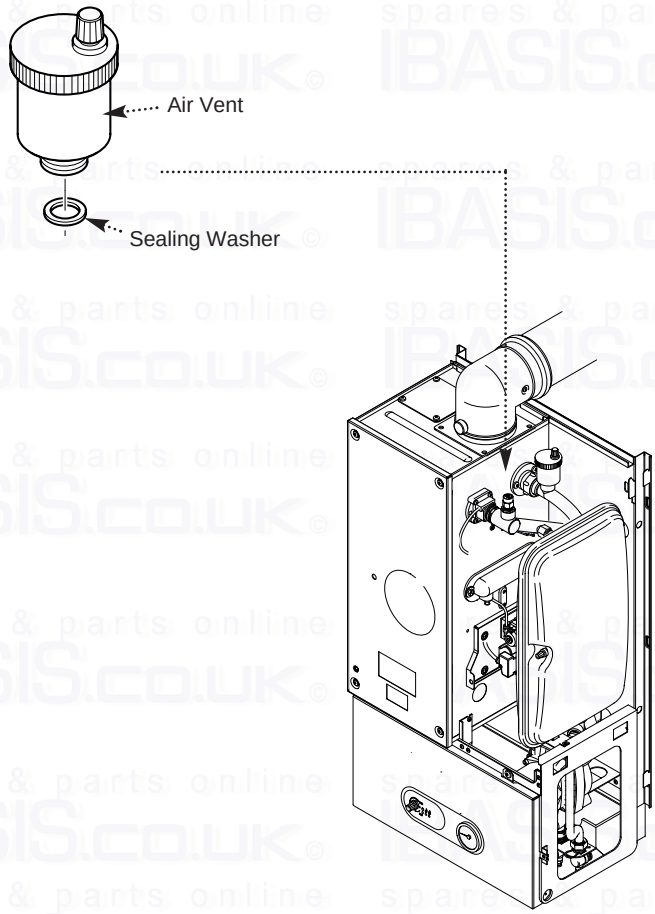

Fig. 45
13.2 Automatic Air Vent (Fig. 45)